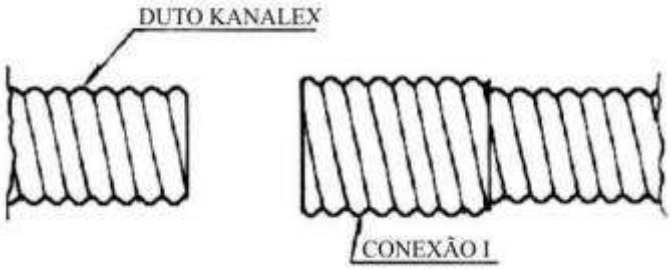

Figura 28
b) Manter a conexão I rosqueada em um dos dutos (Figura 28).